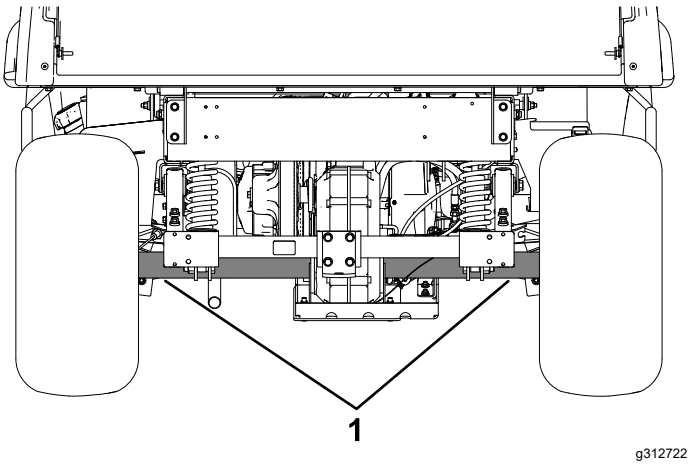

Figuur 20
- Het hefpunt aan de achterzijde van de machine bevindt zich onder de asbuizen (Figuur 20).